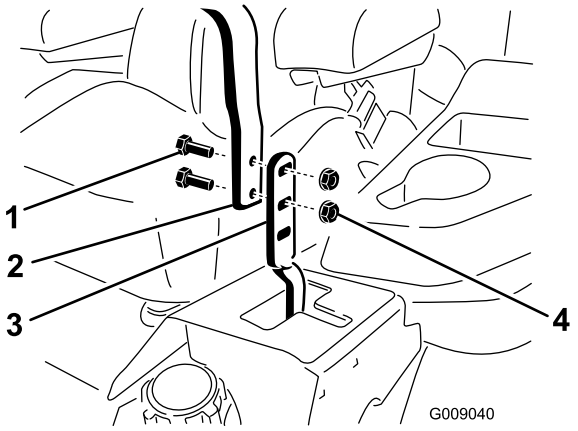

Figur 74
3. Lossa skruvarna och flänsmuttrarna som är monterade i reglagen (Figur 74).